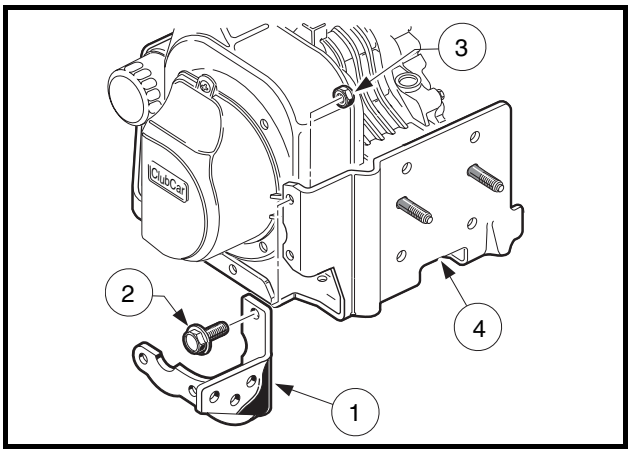

Figure 12-26 Stiffener Removal
4. Cut the wire tie holding the wire harness to the stiffener (1) and remove the bolts (2) and nuts (3) securing the stiffener to the mounting plate (4) **(Figure 12-26, Page 12-26)**.
17. Secure the wire harness to the stiffener with a wire tie. Place the wire tie through the lower hole at the back of the stiffener **(Figure 12-26, Page 12-26)**.